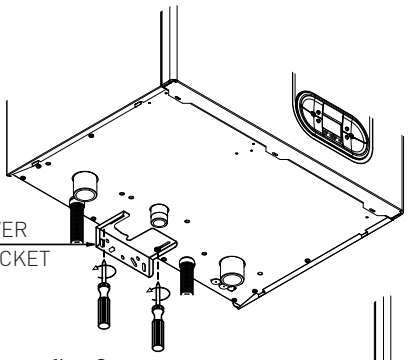
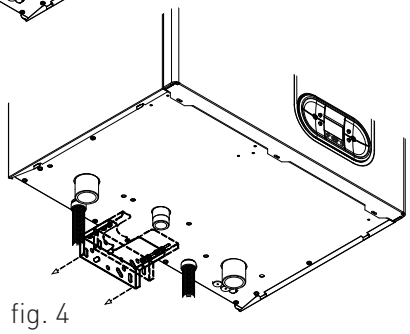

fig. 3
fig. 4
3. unscrew the fixing screws of the lower bracket (fig. 3) ensuring the free sliding of the bracket (fig. 4) towards the boiler;